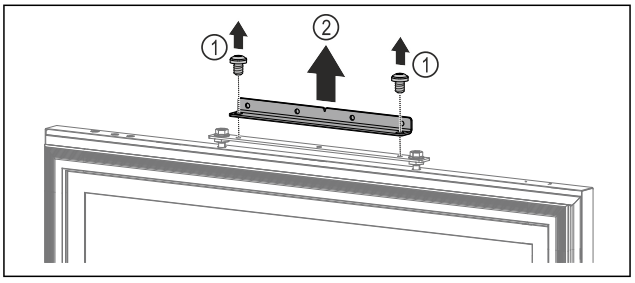

Fig. 75
▶ Schrauben entfernen. *Fig. 75 (1)*
▶ Montagewinkel abnehmen. *Fig. 75 (2)*